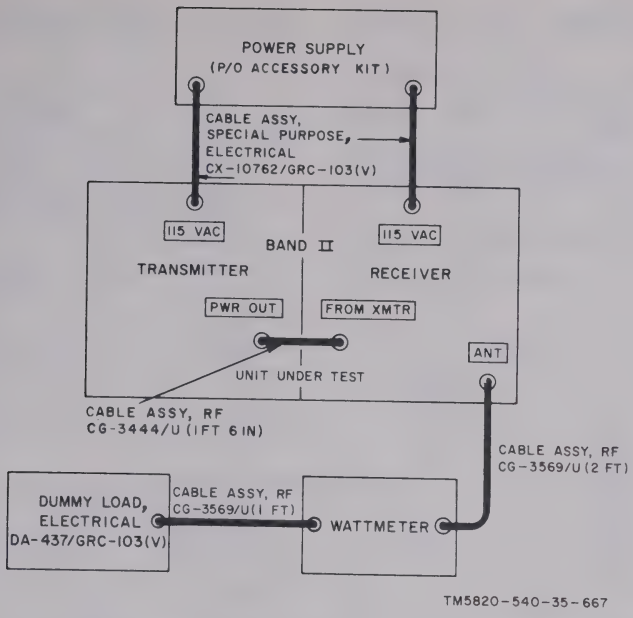

Figure 4–302. Band II radio set output power to antenna, test setup.
(*a*) Connect the test equipment as shown in figure 4–302.
1. Connect the test equipment as shown in A, figure 4–303.
1. Connect the test equipment as shown B, figure 4–303.
8. Terminate the PCM connector on the unit under test with a 91-ohm load (C, fig. 4–303).